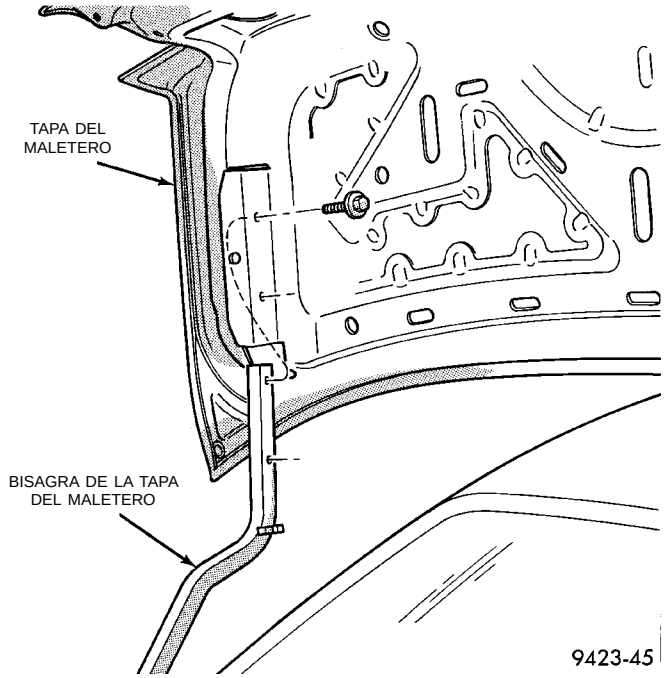

Fig. 72 Tapa del maletero
(1) Suelte el pestillo del maletero y abra la tapa.
(2) Marque las posiciones de los pernos en el interior de la tapa del maletero para facilitar la instalación.
(3) Desacople los collarines que sujetan el mazo de cables y el cable de desenganche de la tapa del maletero a ésta última.
(4) Desacople el conector del cable y el cable de desenganche del pestillo del maletero.
(5) Retire los pernos que fijan la parte superior de la bisagra a la tapa del maletero (Fig. 72).
(6) Con la ayuda de un asistente, retire los pernos que sujetan la parte inferior de la bisagra a la tapa del maletero.
(7) Separe la tapa del maletero del vehículo.